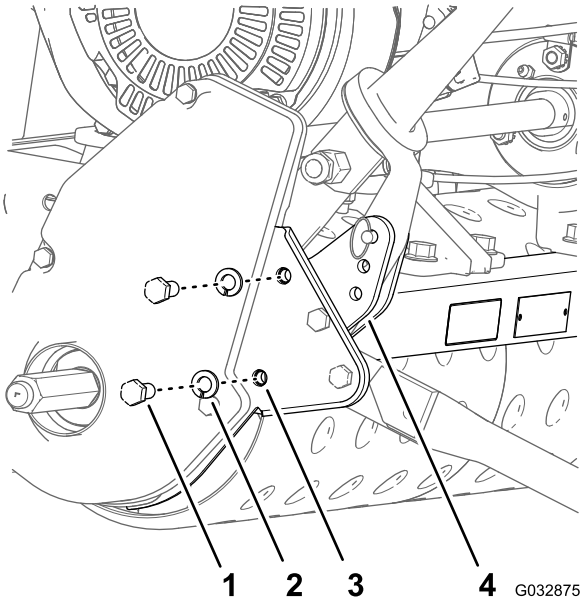

Figur 6
8. Fjern de to boltene (3/8 x 7/8 tomme) og de to låseskivene (3/8 tomme) som fester den venstre sideplaten til den ytre platen på maskinens bakre ramme (Figur 6).